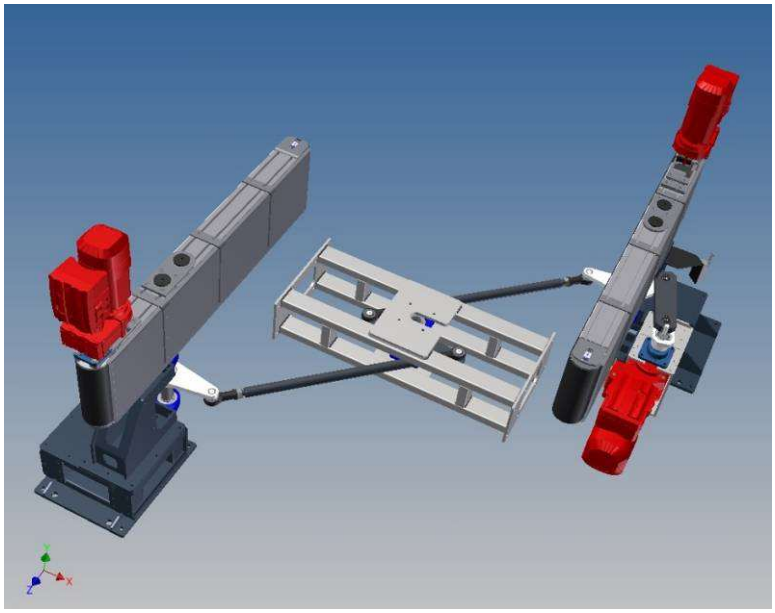

Figura 78: deviatori orizzontali con dispositivo di movimentazione.
- un dispositivo motorizzato che gestisce la rotazione simultanea dei due deviatori tramite un assieme di tiranti e bielle opportunamente dimensionati e posizionati (v. Figura 78).